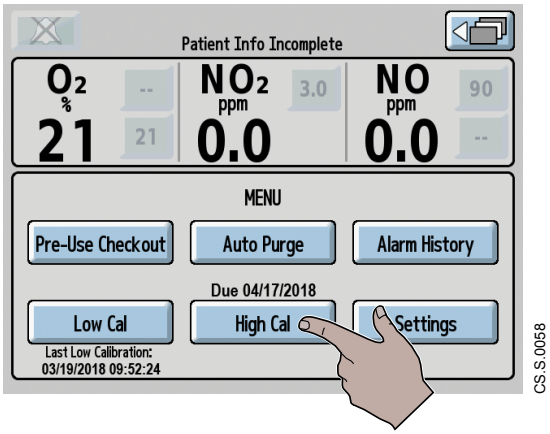

Figure 5-7 Selecting High Cal
2. From the **MENU Screen**, select the **High Cal button** (see Figure 5-7).